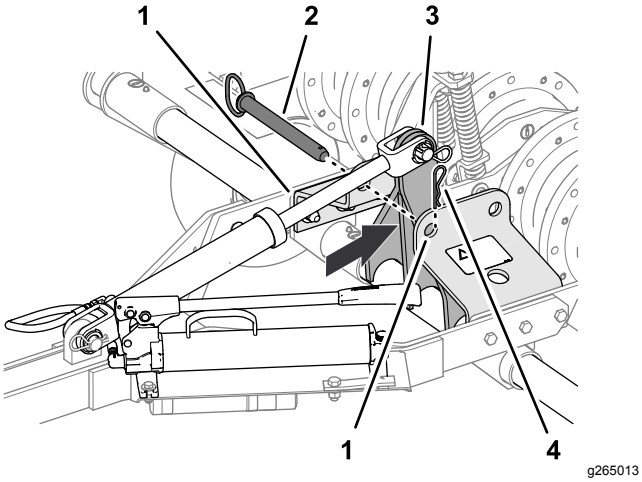

Figuur 12
5. Plaats met behulp van de hydraulische handpomp de hefarm (Figuur 12) net achter de voorste gaten in de beugel van de grendelstang (transportstand).
6. Breng de pen van de grendelstang aan in de voorste gaten in de beugel van de grendelstang, en bevestig de pen van de grendelstang door middel van de haarspeldveer aan de beugel (Figuur 12).